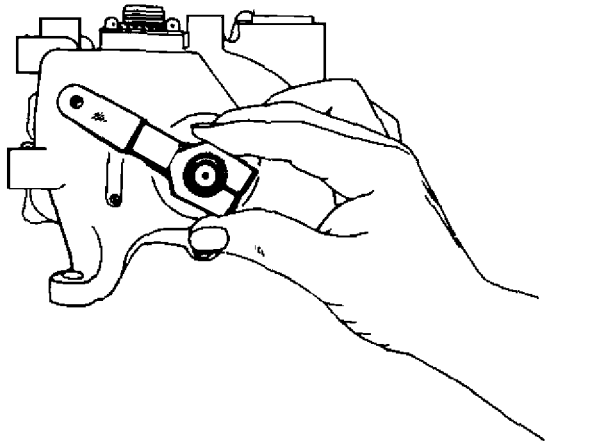

Figure 22. Installing Condition Arm
d. With feathering shaft in maximum clockwise position, install condition arm (4) (offset out) on shaft (figure 22). Align scribe marks on lever with a blind spline on shaft.